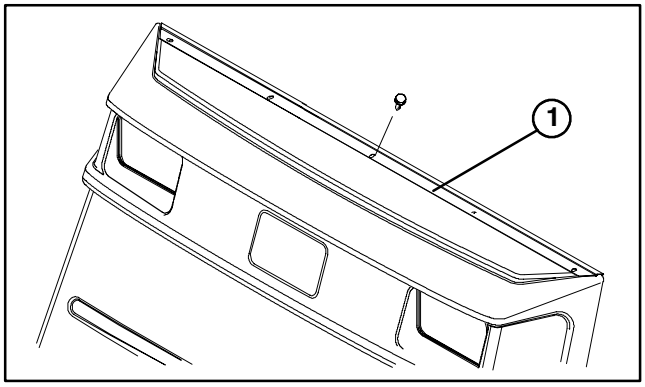

Figure 7
13. Remove (5) screws securing trim bracket to top of hood (Fig. 7).